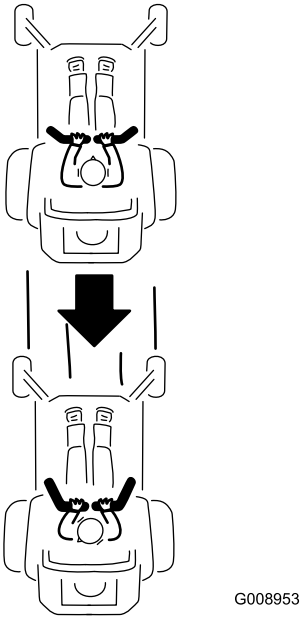

Figur 25
2. Skyv bevegelseskontrollspakene forsiktig bakover for å gå bakover (Figur 25).